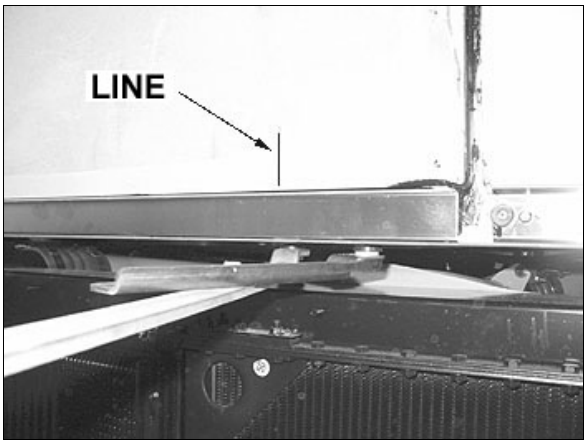
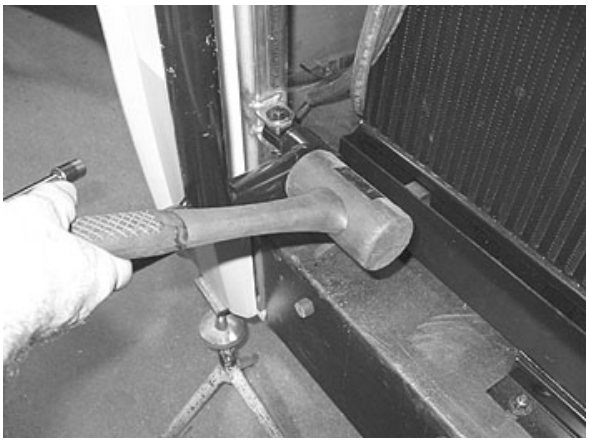

FIGURE 63: REFERENCE LINE
FIGURE 64: PANTOGRAPH ARM ADJUSTMENT
2. Using a rubber mallet, adjust the lower part of pantograph arm in order to get 4 ± 1 mm between lateral panel and engine door (Refer to Figure 63 and Figure 64).